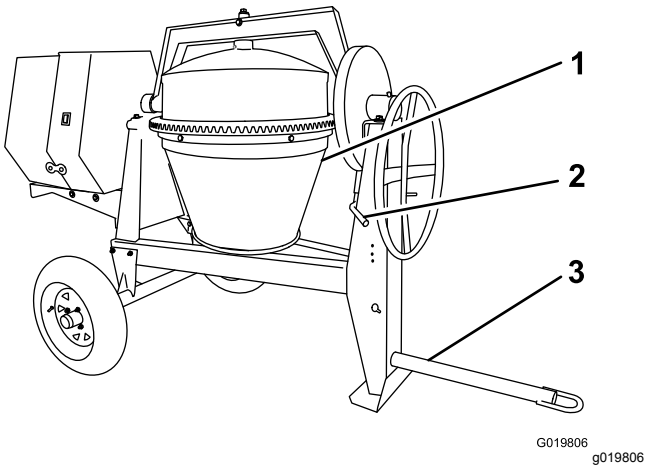

Figura 16
3. Usando el volante, posicione el tambor hacia abajo, hacia el suelo (Figura 16).